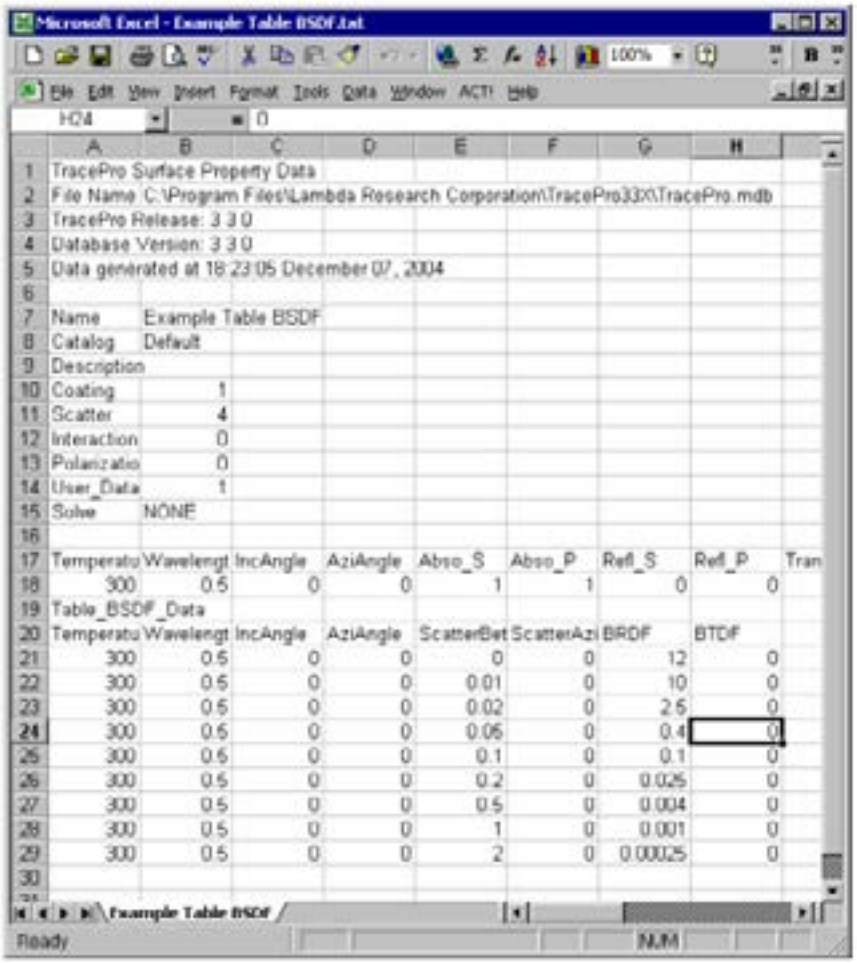

FIGURE 3.20 - Surface property after filling in example values for $|\beta-\beta_0|$ and BRDF.
5. 散乱ベータ、BRDF、BTDF の新しい値の入力 : 利用可能なデータに基づいて、散乱ベータ、BRDF、BTDF の新しい値を入力します。図 3.20 は、鏡に適した BRDF データのみのサンプルを示しています。